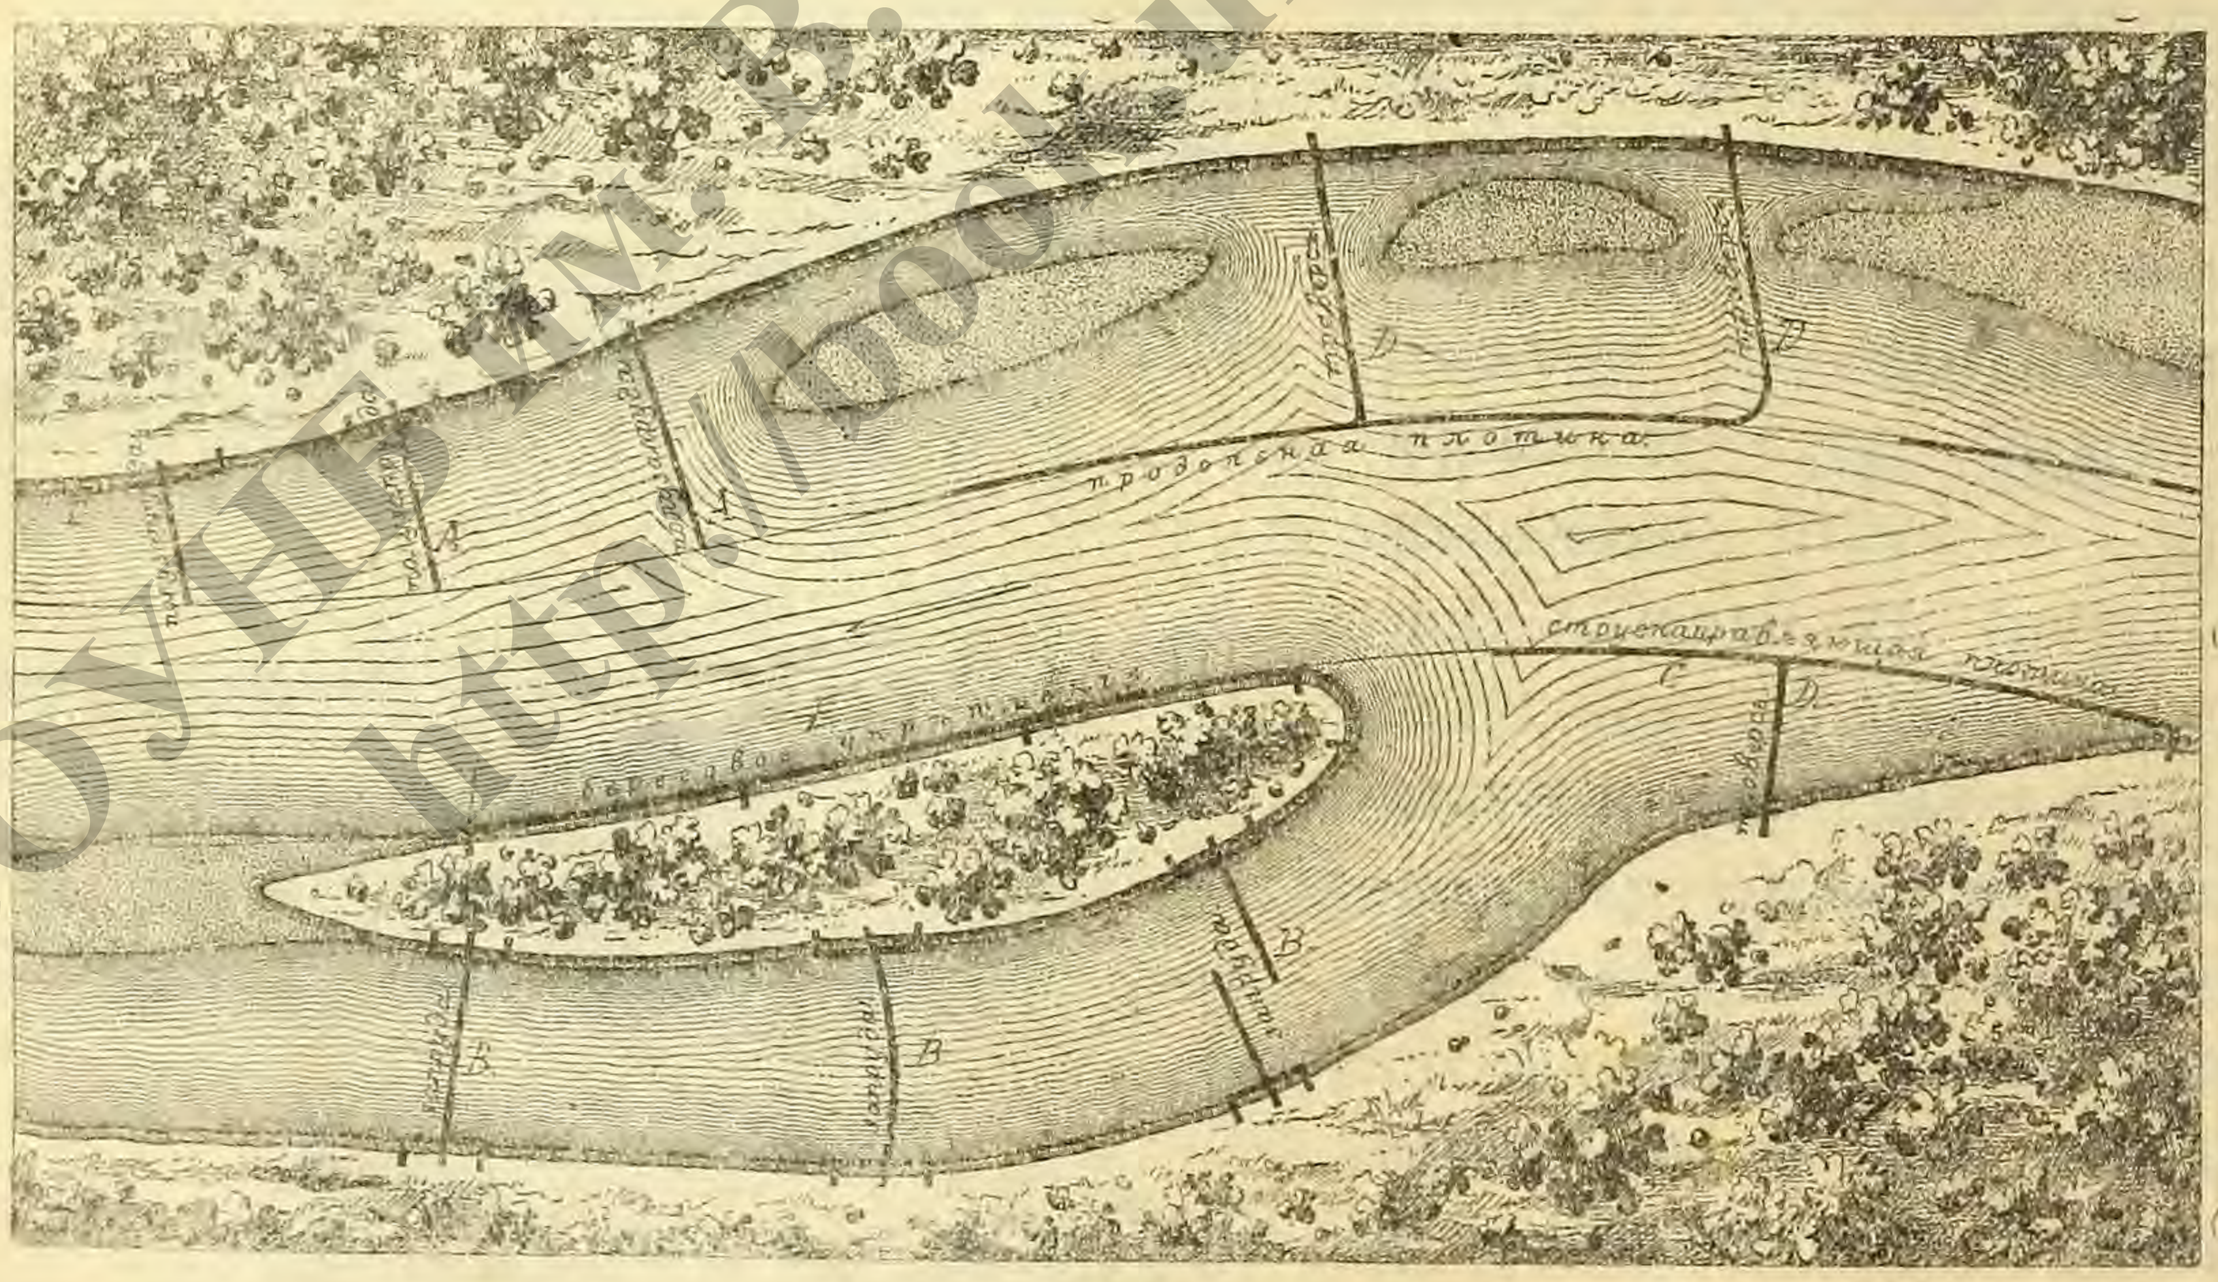

Рис. 363.
Подобно вышеописанной опояске из погружаемой фашинной кладки устраиваются, напр., *запруды (B)* (рис. 363), преграждающие течение воды в рукаве и тем направляющие воду по главному фарватеру; *полузапруды (A)*, которые суживают фарватер и тем делают его глубже; струенаправляющие плотины *(C)*, направляющие главное течение реки по фарватеру; *траверсы (D)*, связывающие продольные плотины с берегом. Во всех этих случаях погружаемая фашинная кладка имеет огромное значение.